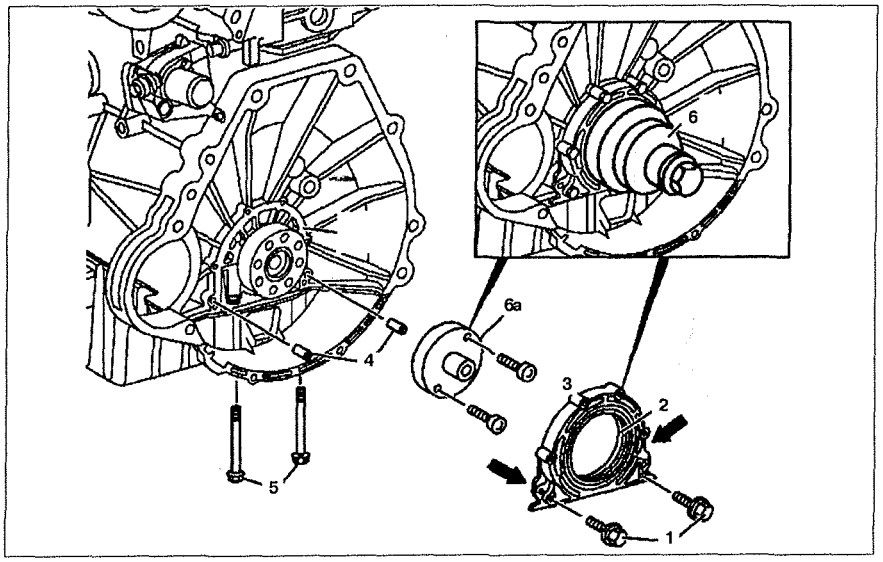

Рис. 2.31. Крышка заднего сальника коленчатого вала:
3. Открутите болты **1** и **5** (см.рис. 2.31).